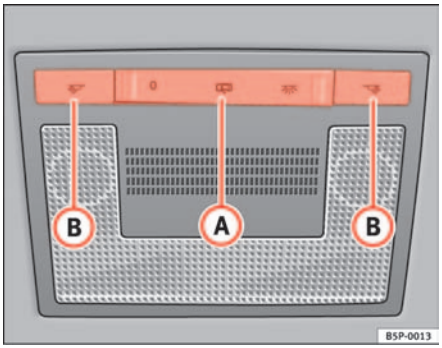

Fig. 79 Detail of the roof: Front reading light
The switch (A) ⇒ fig. 79 is used to select the following positions:
Push the switch to the position O ⇒ page 117, fig. 79.